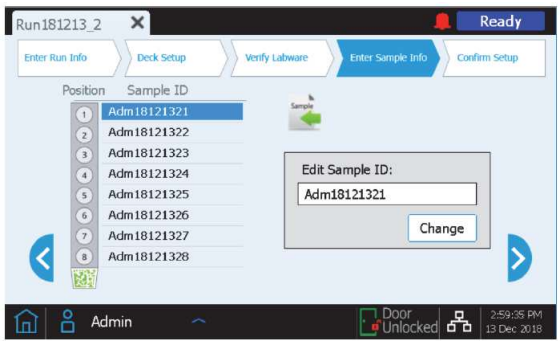

Figure 18. Edit Sample Info screen of the Magnis NGS Prep equipment; the load samples button is highlighted with a circle.
- When configuring the assay, on the *Enter Sample* Info screen, press the download samples button (highlighted with a circle in Figure 18).